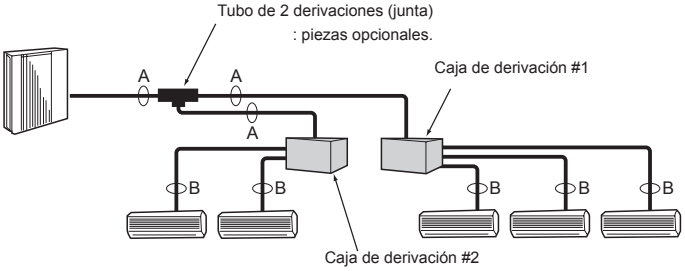

Fig. 5-3
5.4. Selección del tamaño de los tubos (Fig. 5-3)